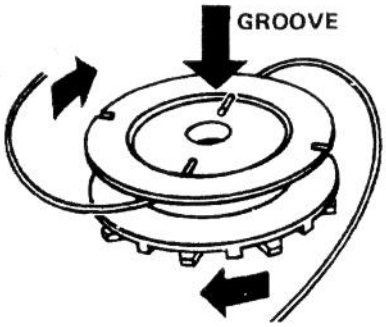

Figure 15
3. Position spool as shown in Fig. 15 and wind both lines together in level rows between spool flanges. Wind left (rear) spool in clockwise direction; right (forward) spool in counterclockwise direction.